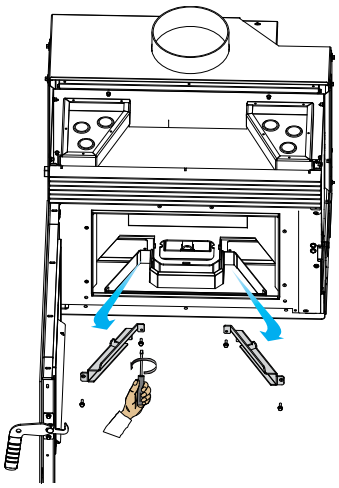

Abb. 7.17
D) Retirar los soportes de las placas refractarias laterales (Fig. 7.17).